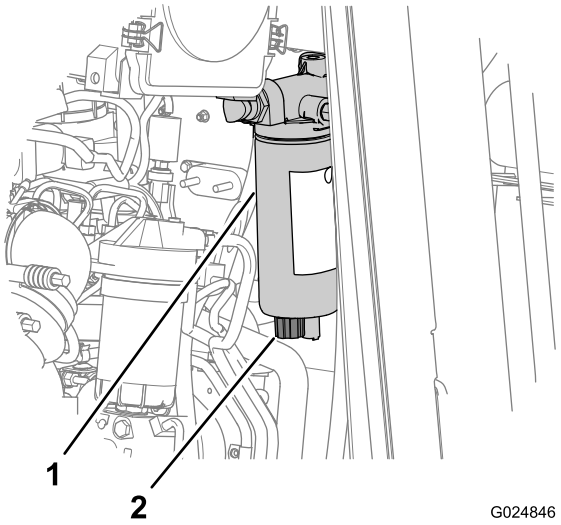

Figura 21
2. Coloque un recipiente de vaciado debajo de la válvula de drenaje del separador de combustible/agua (Figura 21).